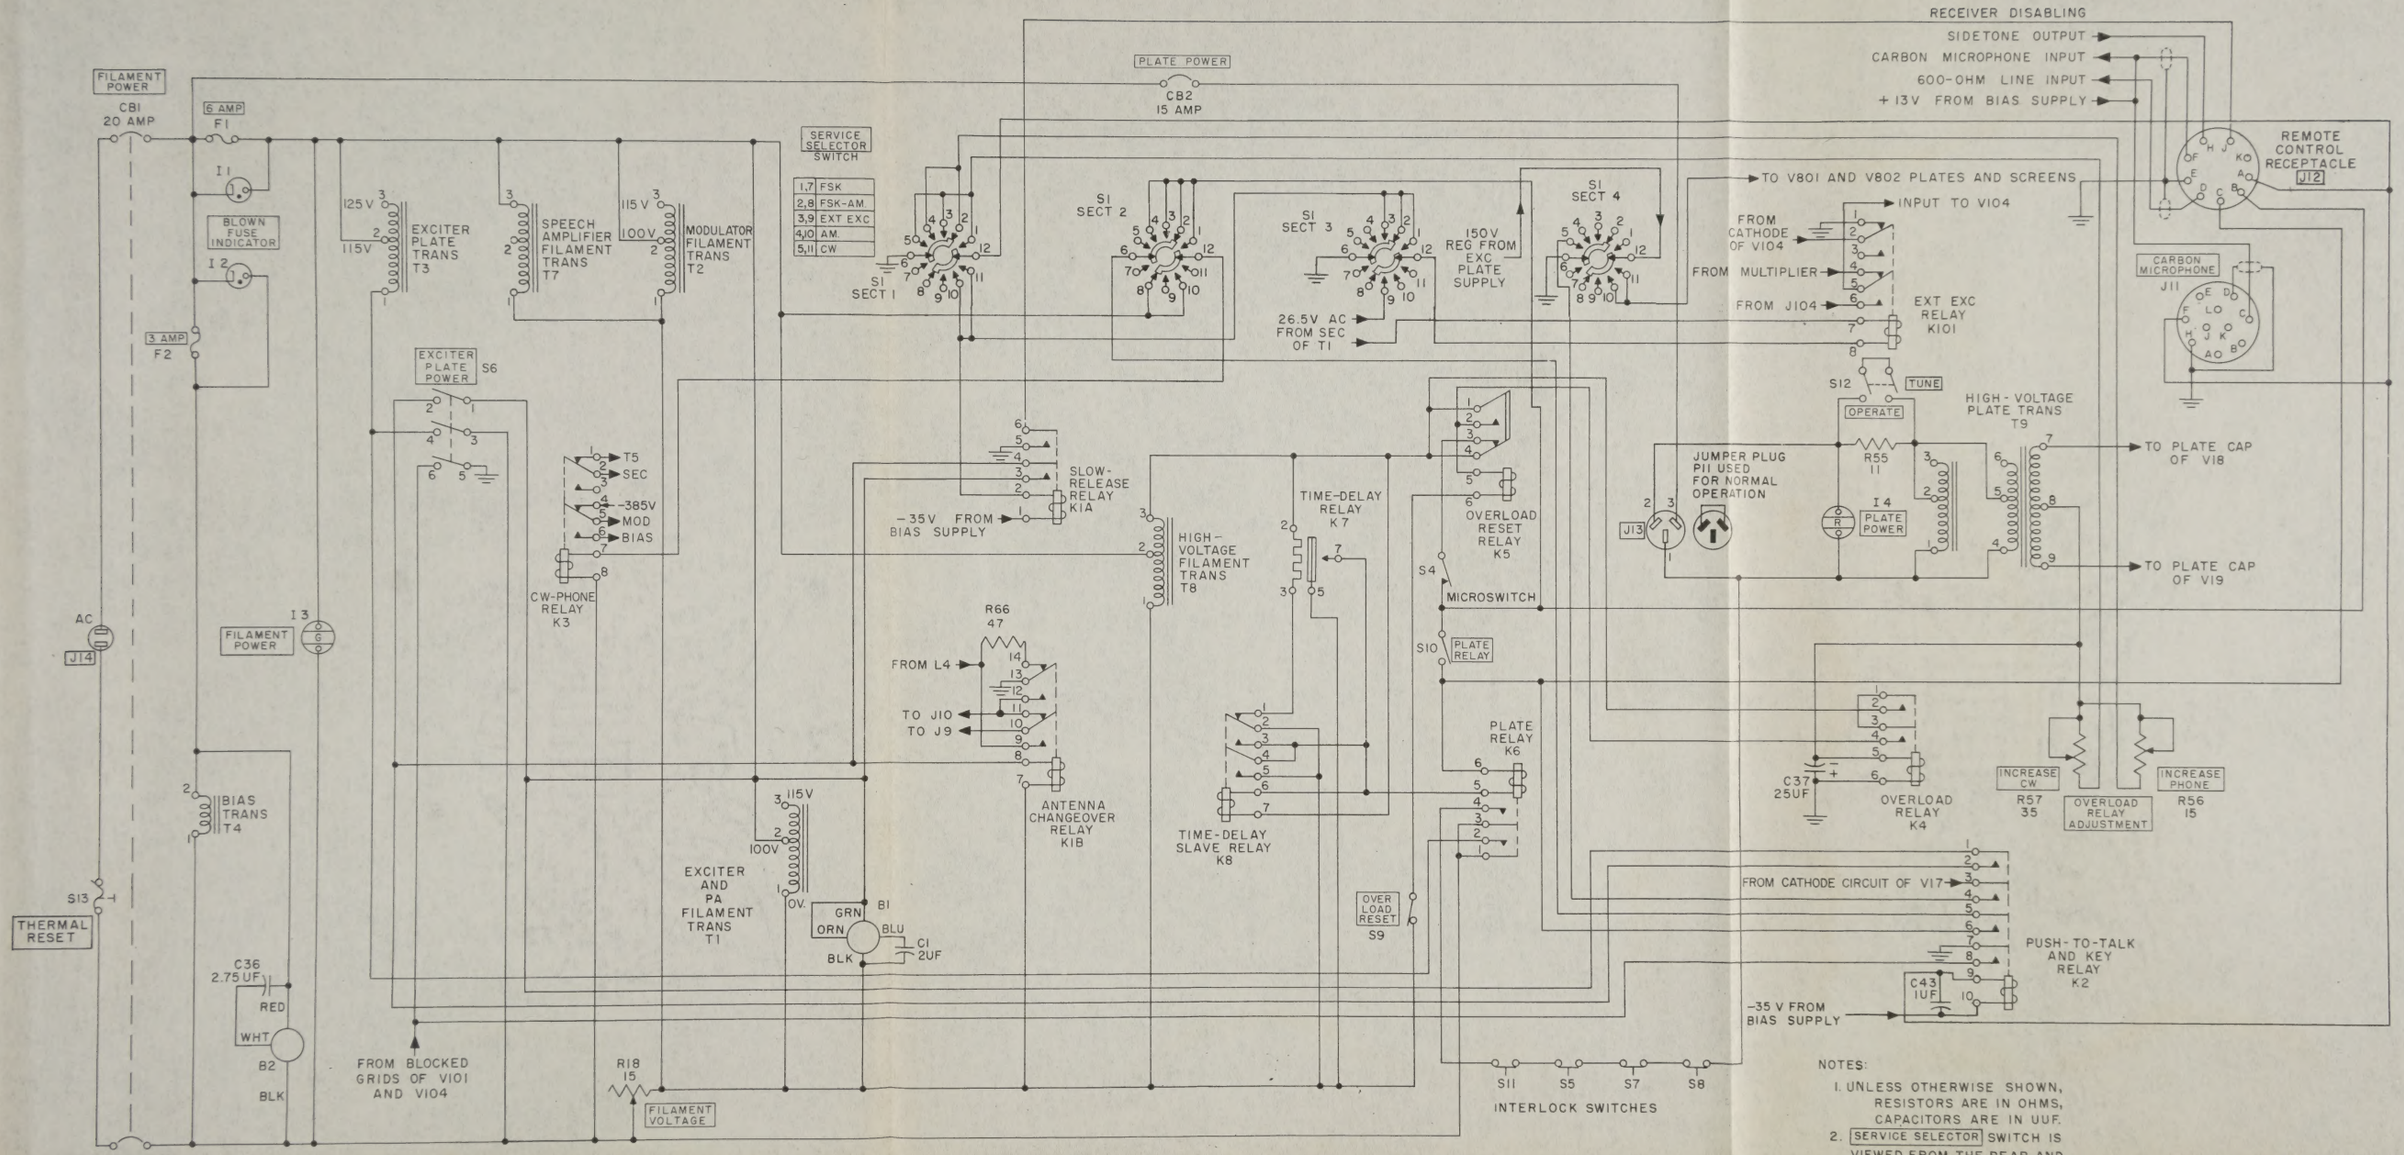

Figure 28. Primary power distribution and control circuits, basic model transmitters.
(figs. 28–30)
b. Switch S6. Switch S6 is the EXCITER PLATE POWER switch in the basic model transmitter and the KEYING switch in lettered-model transmitters. Switch S6 is closed when it is necessary to operate the stages in the exciter strip (V801, V802, V101, V102, V103, and V104) continuously with or without the application of high voltage. This is necessary in FSK, FSK–AM, and EXT EXC operation, because each of these modes uses an uninterrupted RF carrier or a carrier which is keyed externally. The switch normally is left open (EXCITER PLATE POWER switch in OFF position; KEYING switch in NORMAL position) for CW and AM operation. When S6 is closed, contacts 6 and 5 (contacts 6 and 4 in A model transmitters (fig. 29); contacts 3 and 4 in B and C model transmitters (fig. 30)) remove the blocking bias from the grids of V101 and V104. In the basic model transmitter only (fig. 28), contacts 4 and 3 of S6 close the ac input circuit to exciter plate transformer T3, thereby energizing the plate and screen supply for the exciter. Transformer T3 is energized also through contacts 1 and 2 of plate relay K6, which close simultaneously with the application of high voltage as described in *d* below. In all lettered-model transmitters, the exciter power supply is turned on by operation of FILAMENT POWER circuit breaker CB1 (*a* above). With the blocking bias removed by closing S6, the exciter section can be operated *without* applying high voltage to the transmitter. This condition of operation is useful for servicing; it also permits zero-beating the carrier with the receiver or frequency meter for calibration of the transmitter. Contacts 1 and 2 of S6 (contacts 1 and 3 in A model transmitter) insure that the antenna changeover relay (par. 8*b*) will be energized whenever the exciter is made operative in the manner described above; this safety feature insures that the antenna is connected when the transmitter is operative.
(1) In A model transmitters, terminal numbers of K6, K7, and K8 are different from those in the other models in accordance with the chart below. The discussion in (2) below uses terminal numbers of the basic model transmitter relays.
(1) *Basic model transmitter* (fig. 28). Antenna changeover relay K1B connects the RF output of the transmitter to the transmitting antenna during operation. The output is connected from the pa stage through normally open contacts 9 and 10 of K1B. Contact 10 is connected to the internal side of the RF OUTPUT jack, and the antenna is connected to the external side by a coaxial connector. Antenna relay K1B is energized by 115 volts ac during key-down periods of transmission. Until K1B is energized, the RF output line is grounded through R66 and contacts 14 and 13. Antenna relay K1B is energized through contacts 1 and 2 of push-to-talk and key relay (for AM or CW operation) or through contacts 1 and 2 of the EXCITER PLATE POWER switch (for FSK, FSK–AM, or EXT EXC operation). Contacts 3 and 4 of slow release relay K1A, which are also in series with the coil of K1B, are discussed in *g*(1) below.
(1) *General.* Keying the transmitter involves grounding the blocked grids of second buffer and first amplifier tube V101 and ipa tube V104. In lettered-model transmitters, and grid circuit of side-tone oscillator V17 is also blocked-grid keyed. Keying is accomplished by depressing the push-to-talk switch on the carbon microphone (AM operation) or by closing the hand key (CW operation), or by closing switch S6 (EXCITER PLATE POWER switch in UP position in basic model; KEYING switch to CONTINUOUS in lettered-model transmitters) during EXT EXC, FSK, or FSK–AM. operation. A slow release circuit is incorporated to keep the power amplifier tube loaded, by maintaining the antenna changeover relay in the energized condition, until all radiation has ceased after the hand key or microphone button is released. In the basic model transmitter, slow release relay K1A (fig. 28) and push-to-talk and key relay K2 are used. In the lettered-model transmitters, slow release relay K9 and a slow release circuit are used.
(2) *Basic model transmitter* (fig. 28).
19. Overload Protection Circuits (figs. 28–30)